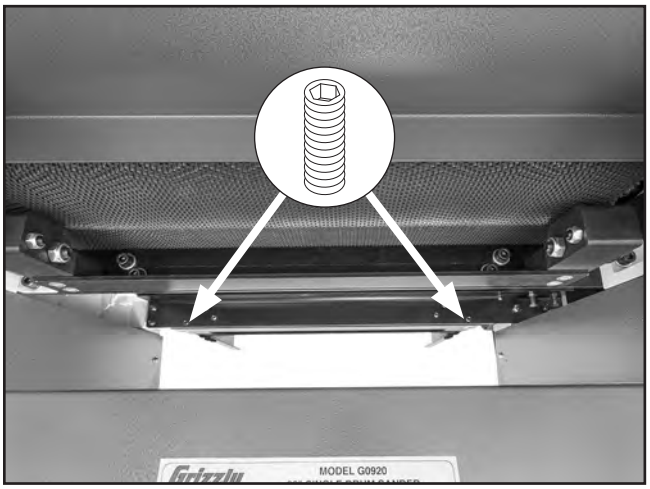

Figure 27. Location of table alignment set screws.
29. Adjust (2) set screws shown in **Figure 27** until extension table is even with conveyor table.